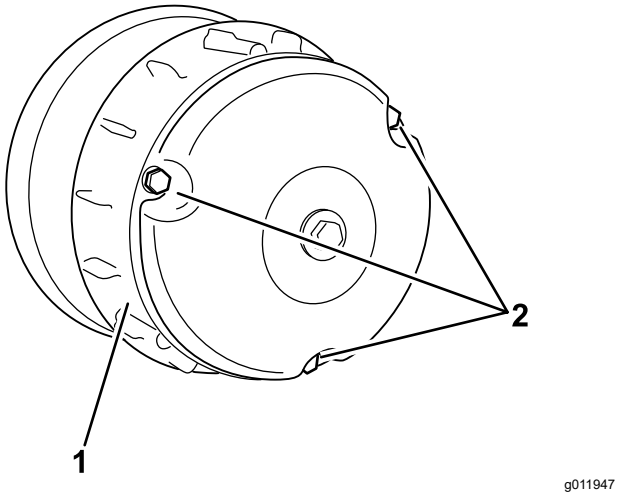

Figura 64
2. Retire los 3 pernos que sujetan la cubierta al embrague, y retire la cubierta (Figura 64).
4. Instale la cubierta del embrague, fijándola con los 3 pernos (Figura 64) que retiró en 2.